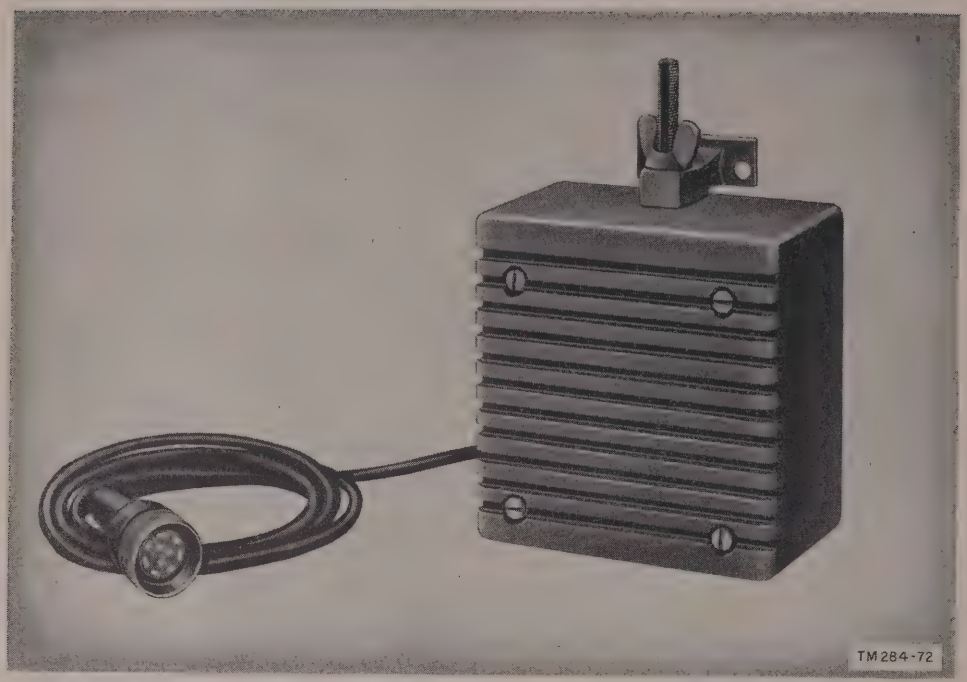

Figure 14. Dynamic Loudspeaker LS–166/U
d. Dynamic Loudspeaker LS–166/U. Dynamic Loudspeaker LS–166/U (fig. 14) is a 4-inch, permanent magnet field, dynamic type loudspeaker with a voice-coil impedance of 8 ohms, and a 600-ohm impedance input transformer. A 5-foot cord, terminated in a 10-pin audio connector, is provided for connecting the speaker to the audio receptacles wired for loudspeaker or phone operation. A rotary switch on the side of the speaker may be used to switch units from speaker to phone output.